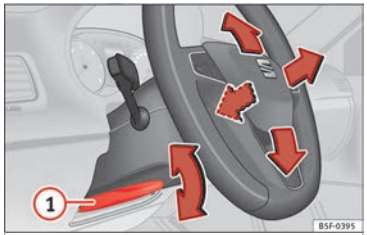

**Fig. 19** Lever in the lower left side of the steering column.
- Adjusting the position of the steering wheel: Pull the ··· **Fig. 19** (1) lever down, move the steering wheel to the desired position and lift the lever back up until it locks.